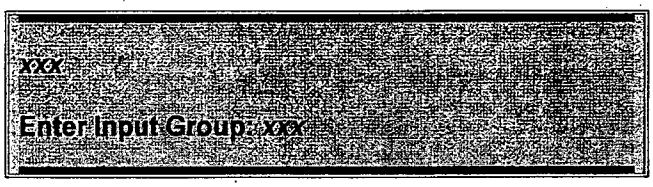

Figure 14
3. Using numeric keys, enter the corresponding input group number. The group number will be displayed in the location as shown in Figure 14.